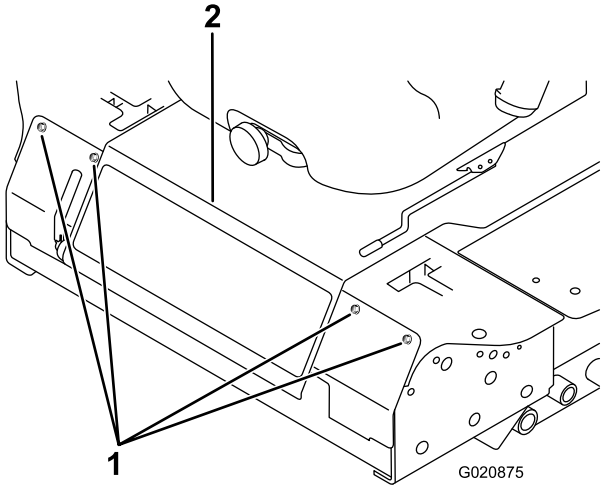

Figur 56
2. Fjern de bolte, der fastgør frontpanelet, og tag panelet af (Figur 56).